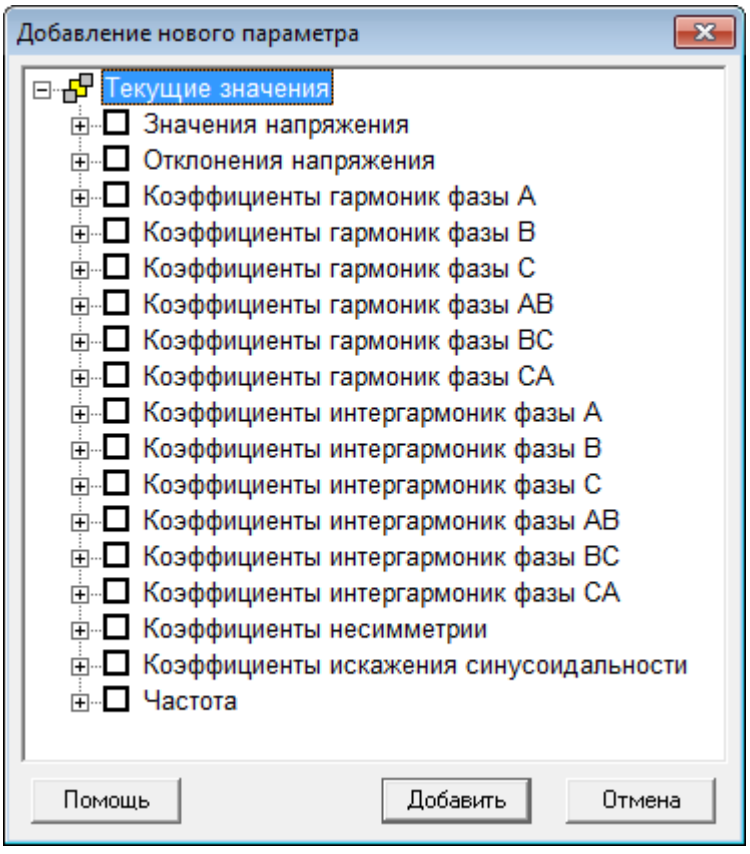

Рисунок 4.27 – Добавление нового параметра
- в диалоговом окне (Рисунок 4.27) «Добавление нового параметра» выбрать необходимые характеристики;